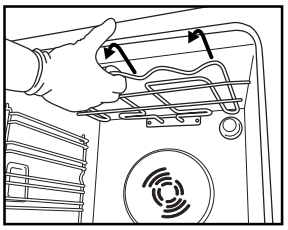
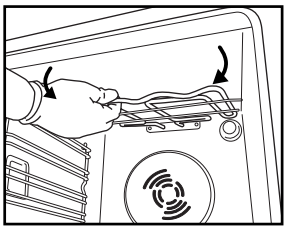

Рис. 4
Рис. 5
2. Трохи витягніть нагрівальний елемент (Рис. 4) і опустіть його (Рис. 5).